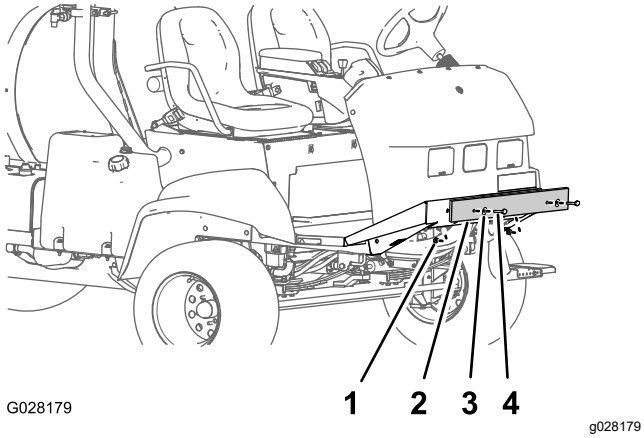

Figur 9
1. Ta bort skruvarna, brickorna och muttrarna som fäster transportstötdämparen på chassits främre plåt (Figur 9).
2. Ta bort transportstötdämparen från maskinen (Figur 9).